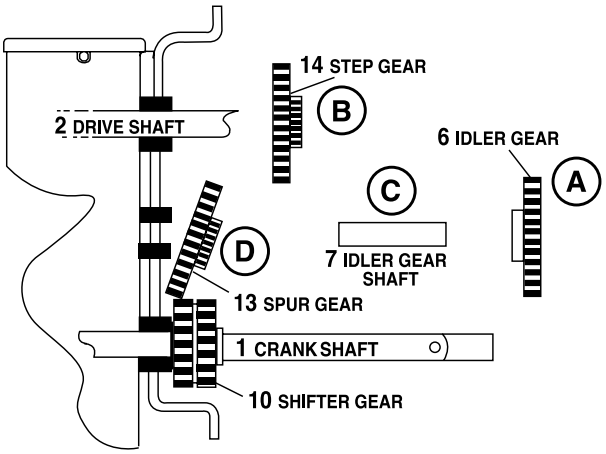

Figure 3
5. Referring to Figure 3, remove the gears from the gearbox in the following order:
A. Slide the idler gear (item 6) off the idler gear shaft (item 7).
B. Slide the step gear (item 14) off the drive shaft (item 2).
C. Remove the idler gear shaft (item 7).
D. Remove the spur gear (item 13).